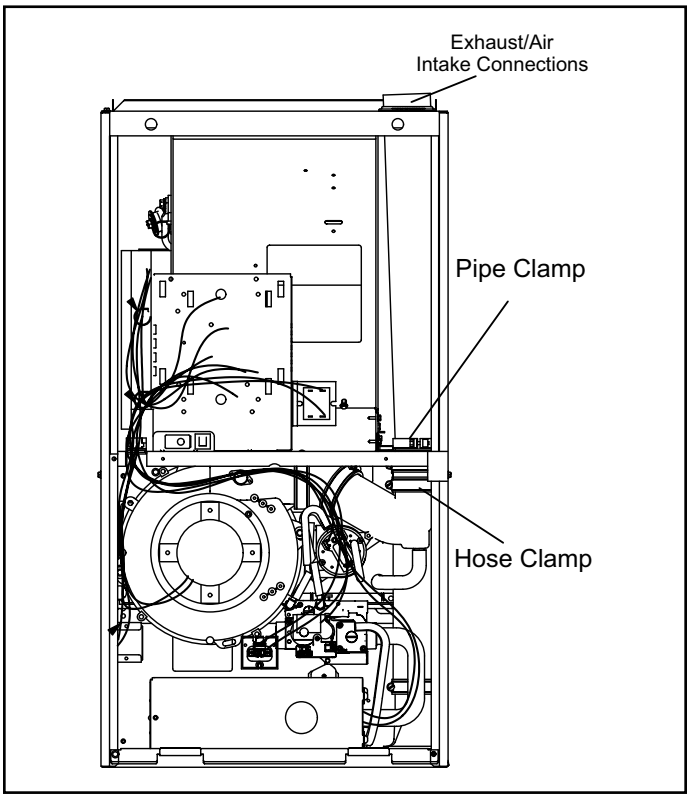
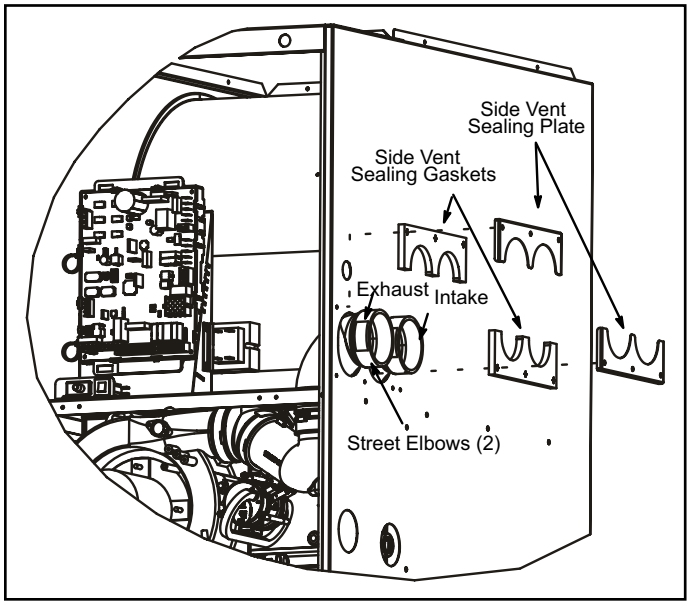

Figure 13. Top Vent Configuration
Figure 15. Right-Side Vent Configuration
This unit is shipped with vent exhaust / air intake connection at the top cap. See Figure 13. Using parts provided, the furnace may be field modified to have these connections on the right side of the furnace cabinet. See Figure 15 and follow the steps below. For left side venting, order kit 87W73.
3. Loosen hose clamps that attach rubber fittings to the white PVC pipes inside the vestibule area. See Figure 13.
4. Loosen the clamp that secures the pipes at the blower deck. See Figure 13.
11. Peel protective backing from side vent sealing gaskets (2) and apply to side vent sealing plates (2) as shown in Figure 15.
12. Install the side vent sealing plates and gaskets on the exterior of the cabinet as shown in Figure 15. Secure with six mounting screws (four reused and two provided from bag assembly). Holes are pre-punched in the parts and cabinet, no drilling is required.